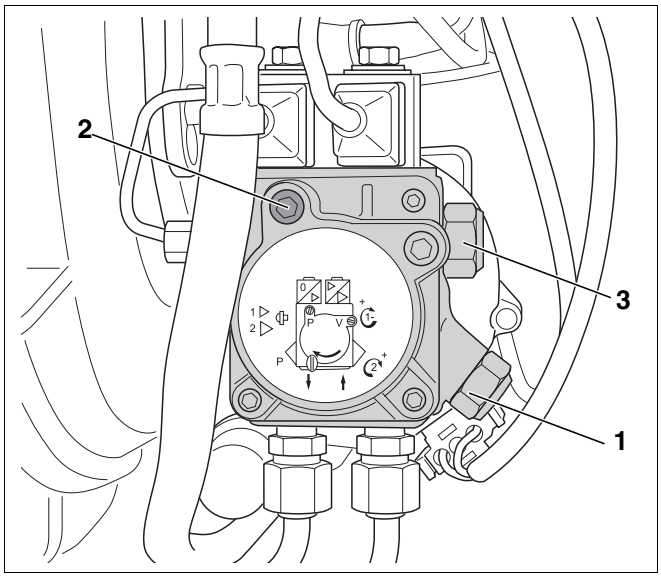

Abb. 45 Druck einstellen
Wenn Sie die Druckregulierschrauben (Abb. 45, **Pos. 1** und **3**) geringfügig drehen, verändern Sie den Ölpumpendruck und somit den CO_2-Gehalt für die 2. bzw. 1. Stufe.
- Öldruck-Manometer in den entsprechenden Anschluss (Abb. 45, **Pos. 2**) der Ölpumpe (Kennzeichnung „P“) einschrauben.
- Achten Sie bei der Nachregulierung des CO_2-Gehaltes und bei der Messung des CO-Gehaltes für die 1. Stufe darauf, dass Sie die richtige Druckregulierschraube (Abb. 45, **Pos. 3**, Seite 50) benutzen.